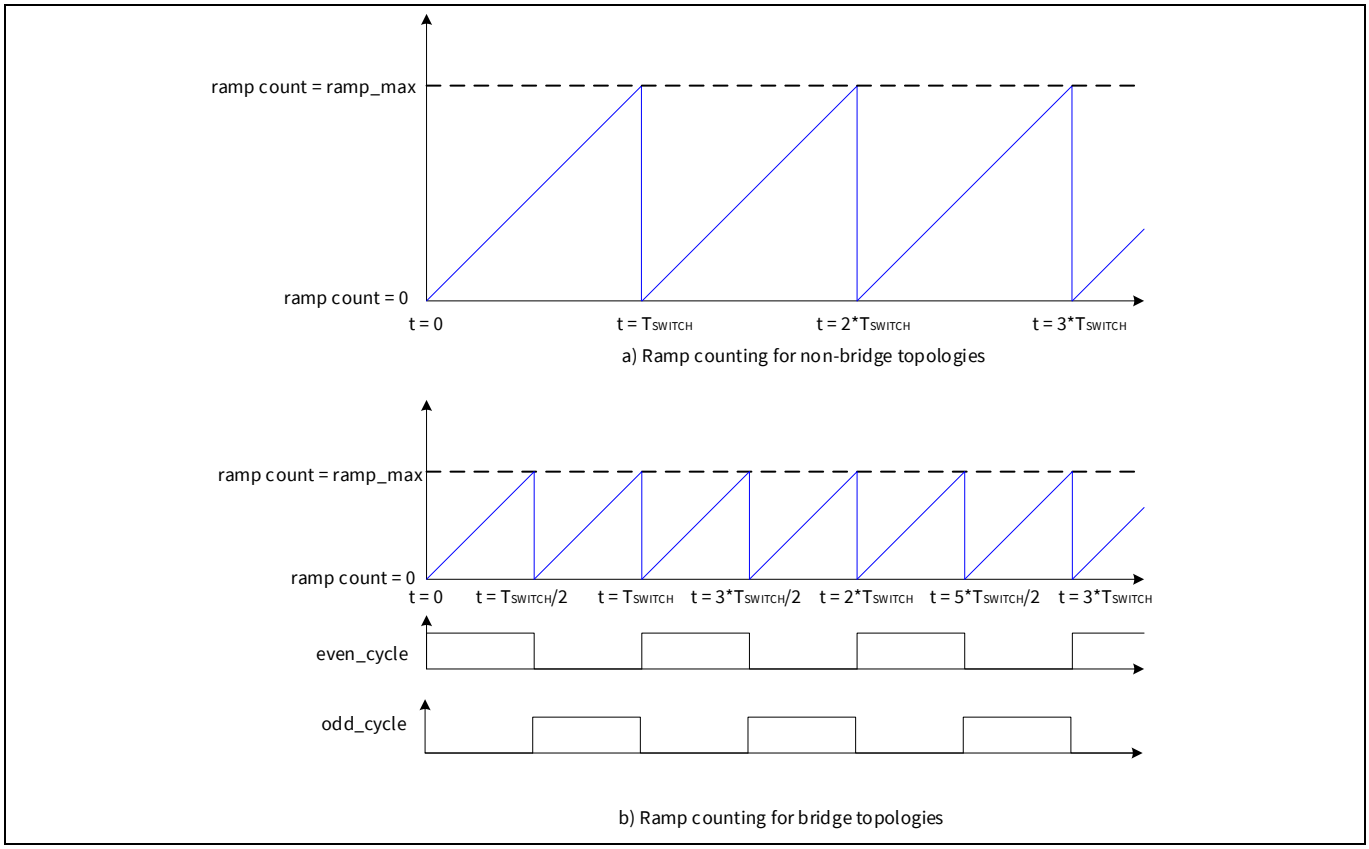

Figure 55 Ramp counter for a) non-bridge and b) bridge topologies
To generate the PWM pulses, the ramp generator produces the timing information based on a timing ramp. This timing ramp consists of a digital counter which counts from t = 0 up to the maximum ramp count, ramp_max, before returning to 0 and counting up again. The ramp counter functionality is illustrated in Figure 55.
- For non-bridge topologies (buck, ACF, etc.) the ramp period is equal to the switching period (T_{switch}) and ramp_max is equal to a digital representation of T_{switch}, as shown in the upper part of Figure 55
- For bridge topologies (HB, FB) the ramp period equals half of the switching period (T_{switch} /2) and ramp_max equals a digital representation of T_{switch} /2, as shown in the lower part of Figure 55
In bridge mode, the two halves of the switching cycle are identified as either the even half-cycle or the odd half-cycle, as shown in the bottom part of Figure 55. This identification is used by the pulse generator to produce pulses only on the correct half-cycle.